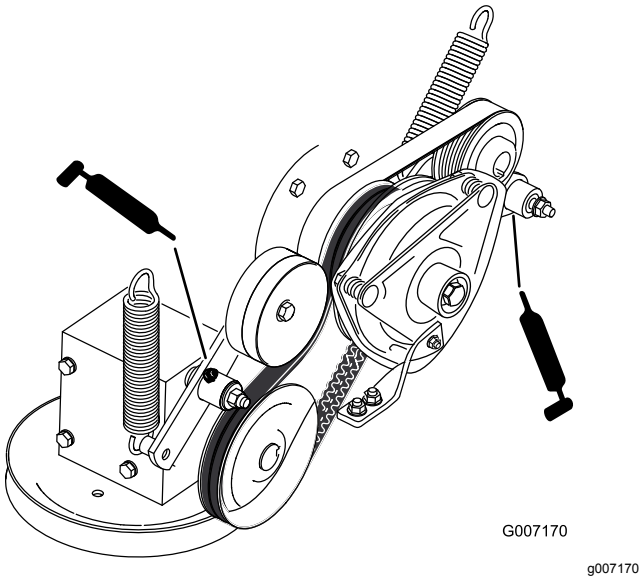

Figur 43
7. Smør lederullarmen til kraftuttakets drivrem (Figur 43).
8. Smør lederullarmen på pumperemmen (Figur 43).